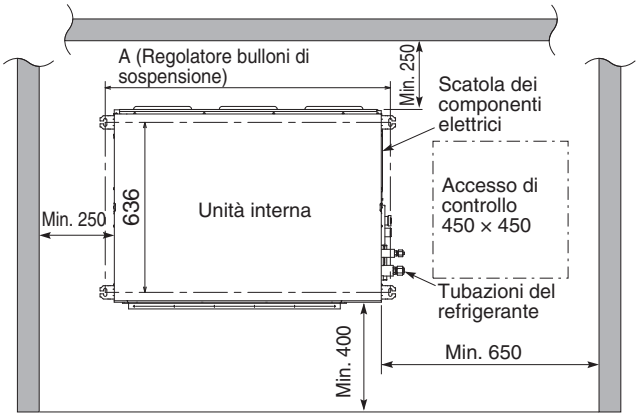

Fig. 3-1
- Lo spazio minimo richiesto per l'installazione e l'assistenza è mostrato in Fig. 3-1 e Tabella 3-1.
(1) Se quest'unità viene installata all'interno del soffitto, determinare il passo dei bulloni di sospensione consultando i dati dimensionali indicati in Fig. 3-1 e nella Tabella 3-2.